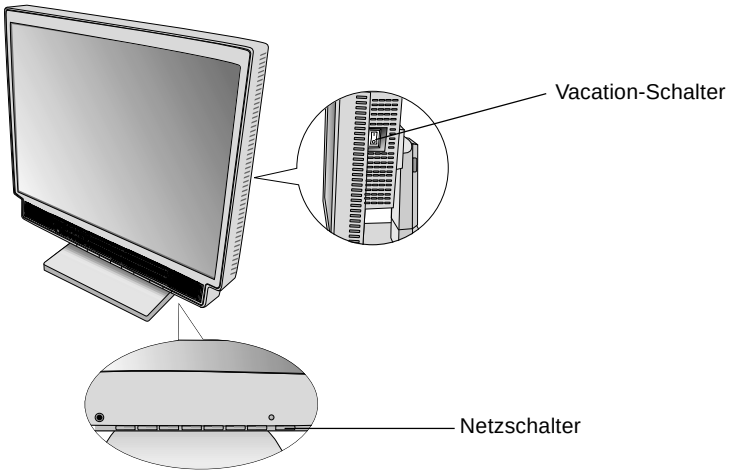

Abbildung F.1
7. Der Vacation-Schalter auf der rechten Seite des Monitors muss eingeschaltet sein (**Abbildung F.1**). Schalten Sie Computer und Monitor mit dem Netzschalter ein.